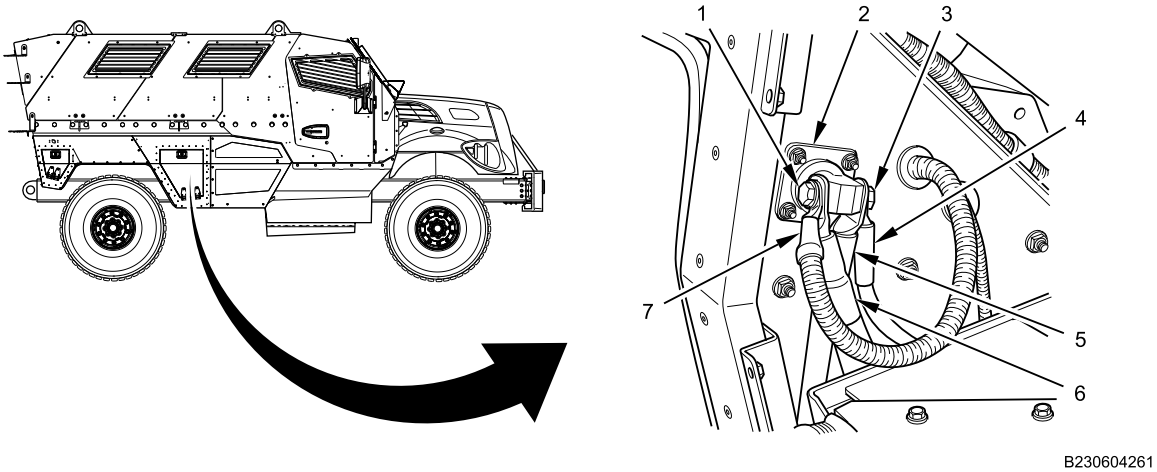

Figure 2. NATO Jump Start Connector Wiring.
2. Remove bolt (Figure 2, Item 1), 150-amp mega-fuse cable (Figure 2, Item 7), and positive battery post cable (Figure 2, Item 6) from positive side of NATO jump start connector (Figure 2, Item 2).
3. Remove bolt (Figure 2, Item 3), 120-volt inverter cable (Figure 2, Item 4), and negative battery post cable (Figure 2, Item 5) from negative side of NATO jump start connector (Figure 2, Item 2).